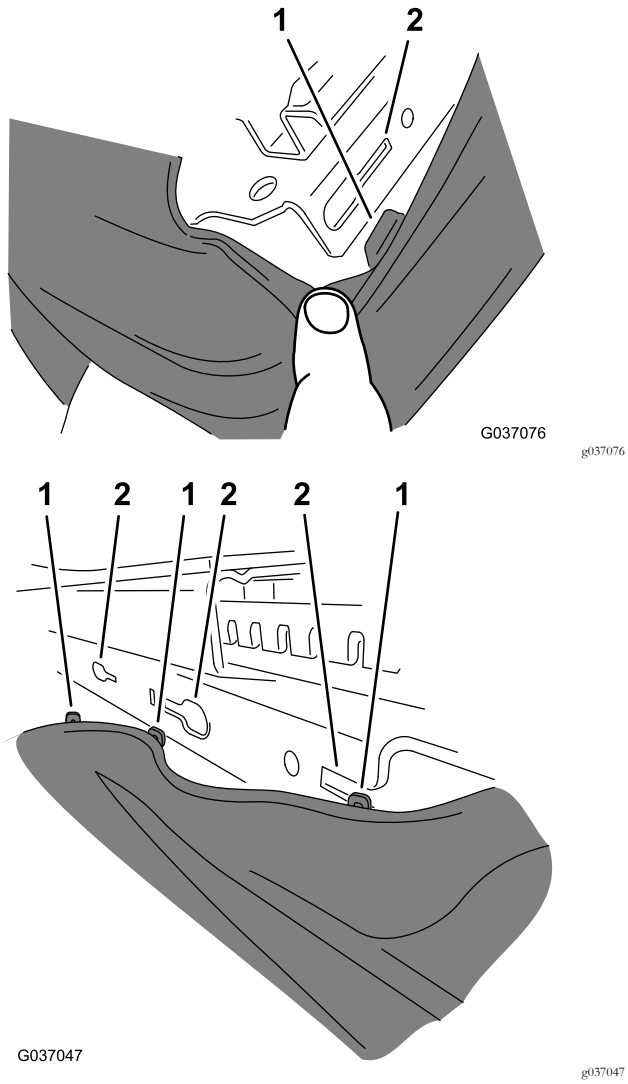

Figur 9
3. Fjern kappen fra sædesoklen på følgende måde (Figur 9).